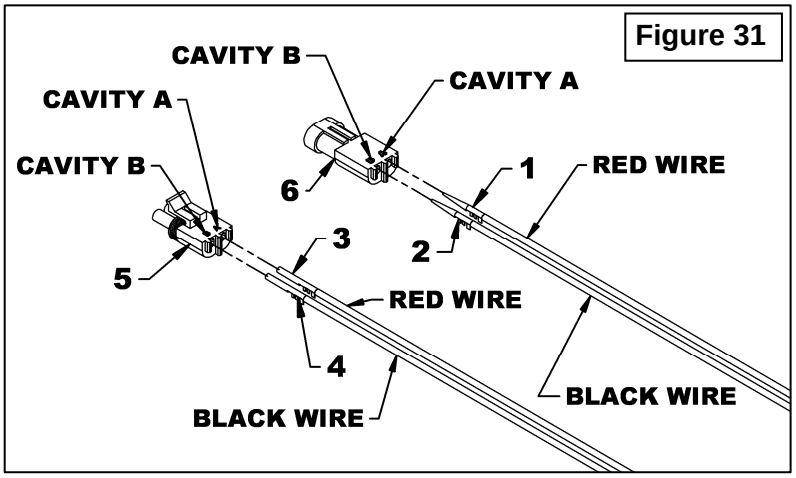

Figure 31
18. **Figure 31:** Insert the male terminals of the 132" harness (items 1-2) in the female connector (item 6) and insert the female terminals (items 3-4) in the 2 cavity male connector (item 5).